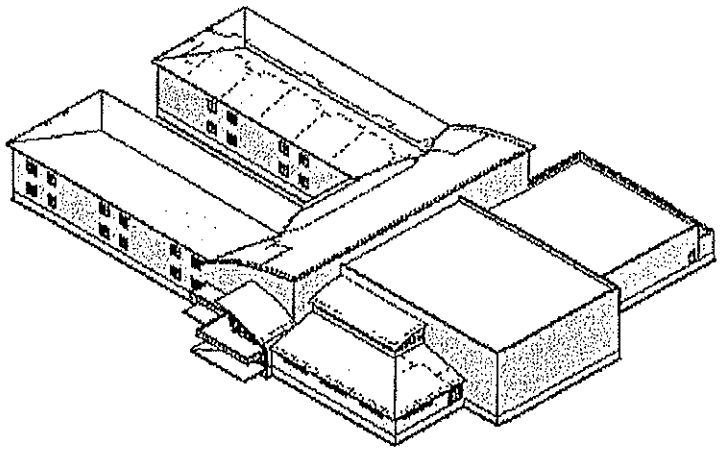

Figure 1–60
2. A **3D Isometric** view displays, as shown in Figure 1–60.